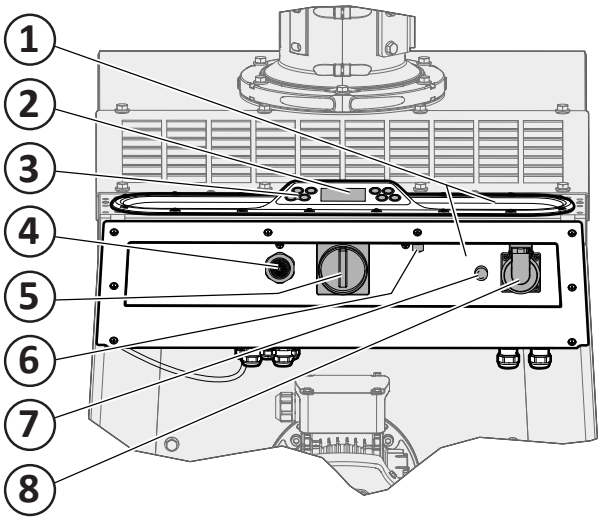
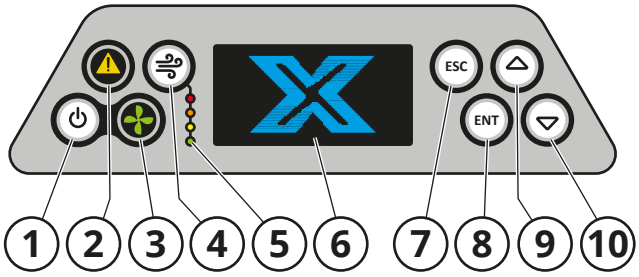

Fig. 16
Fig. 17
Siehe **Fig. 16.**
Am Bedienfeld (**Fig. 16**) sitzen Steuerung, Schalter, Anschluß für Zangenfühler sowie Anschluß 230 V AC mit Sicherungsautomat. Das Bedienfeld fungiert auch als Griff beim Verfahren und als Ablage.
Der Bedarf an einer Filterreinigung wird durch das akustische Alarmsignal (4), die blinkende Warnanzeige (2, **Fig. 17**) sowie durch das Erlöschen der Normalbetriebsanzeige (3) am Bedienfeld angezeigt. Bei einem Druckabfall von 1600 Pa signalisiert der akustische Alarm, dass die Filterpatrone gereinigt werden muss. Wenn der Alarm ignoriert wird und die Reinigung der Filterpatrone ausbleibt, kann der Luftstrom unter den Mindestwert (~600 m^3/h) sinken.
Siehe **Fig. 17**.
Wenn die Maschine mit dem Schalter (5, **Fig. 16**) eingeschaltet wird, leuchtet das Display (6, **Fig. 17**) auf. Wenn auf dem Display EINSTELLUNGEN und INSTANDHALTUNG erscheinen, ist die Steuerung einsatzbereit. Der Ventilator wird mit der Start/Stopp-Taste Ventilator gestartet/gestoppt (1). Der Betrieb wird durch die Betriebsanzeige (3) angezeigt. Wenn der Luftstrom zu niedrig ist, erlischt die Betriebsanzeige, die Warnanzeige (2) blinkt und der akustische Alarm wird ausgelöst.
AUTO Stecker Start. Einstellung zum Starten/Stoppen des Ventilatormotors mit einem am Netzanschluß 230 V angeschlossenen Werkzeug, wie z. B. einen Winkelschleifer, (Pos 8, **Fig. 16**). Die Wahl erfolgt mit der Navigationstaste.
Bei der Wahl von **AUTO Reinigung ON** im Einstellungsmenü erfolgt automatisch eine Filterpatronenreinigung während des Betriebs. Die automatische Filterpatronenreinigung erfolgt zwischen voreingestellten Druckabfällen. Die Filterstatus-Anzeigeleuchten an der Steuerung (**Fig. 17**, Pos. 5) zeigen den Verschmutzungsgrad des Filtermediums an. Eine Offline-Reinigung erfolgt auch 20 Minuten nach dem Ausschalten des Ventilatormotors. Wenn die Filterpatrone voll und der Luftstrom zu niedrig ist, setzen akustischer Alarm und Warnanzeige ein Signal ab (2).